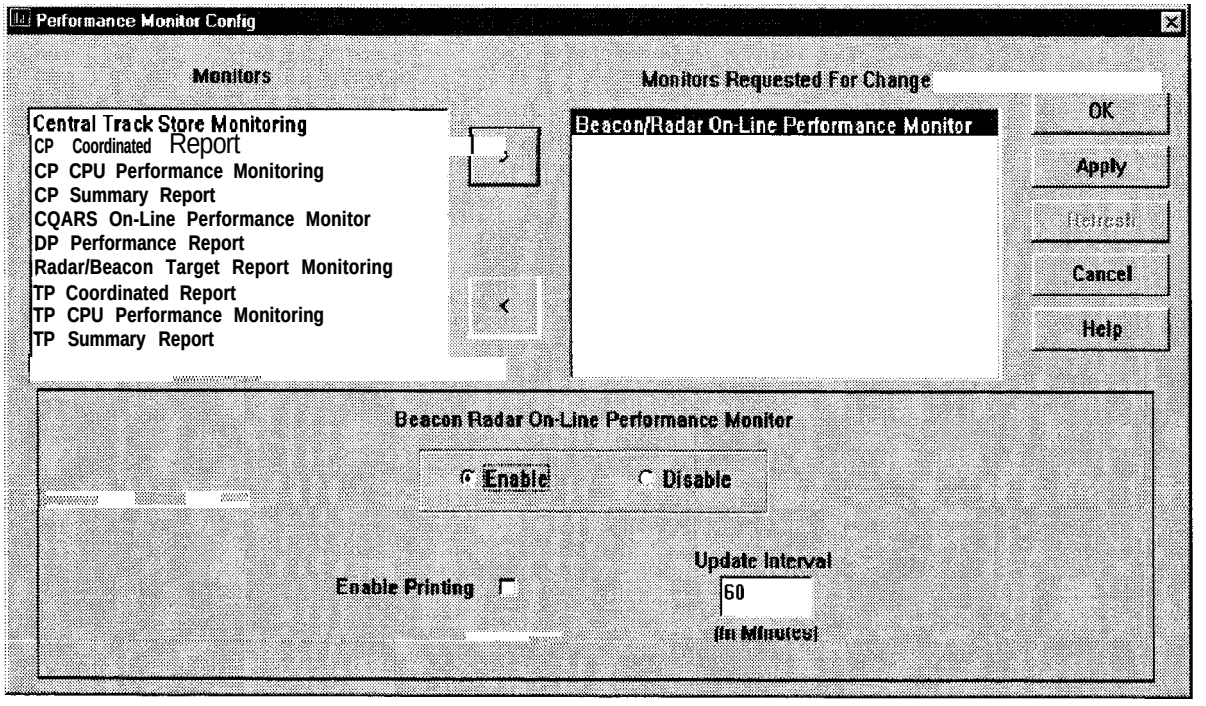

FIGURE 4-70. BROPM PERFORMANCE MONITOR CONFIGURATION WINDOW
10. If Beacon/Radar On-Line Performance Monitoring (BROPM) is selected (Figure 4-70):